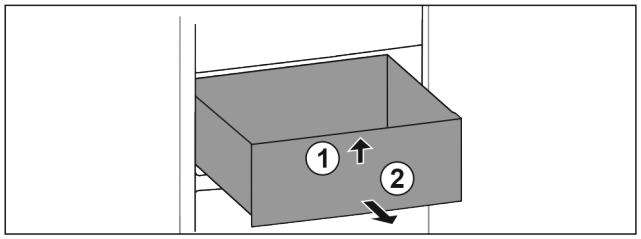

Fig. 84
▶ Lift up drawer at the front. *Fig. 84 (1)*
▶ Remove drawer to the front. *Fig. 84 (2)*